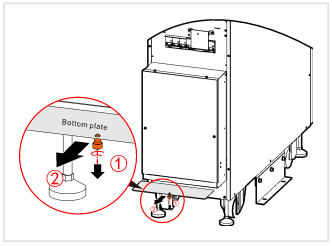

FIGURE 5-3 Step 1 — remove the bottom plate
1. Loosen the screw at the bottom of the wiring box and remove the bottom plate (Figure 5-3).